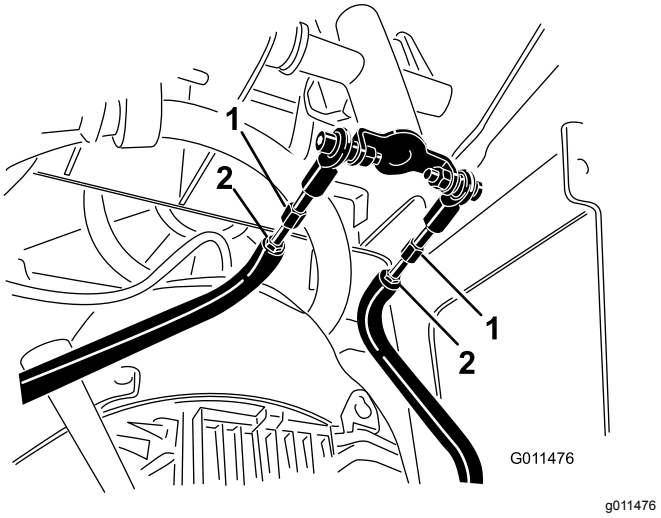

Figuur 57
D. Draai de contramoeren op de tractiestangen onder het bedieningspaneel los (Figuur 57).